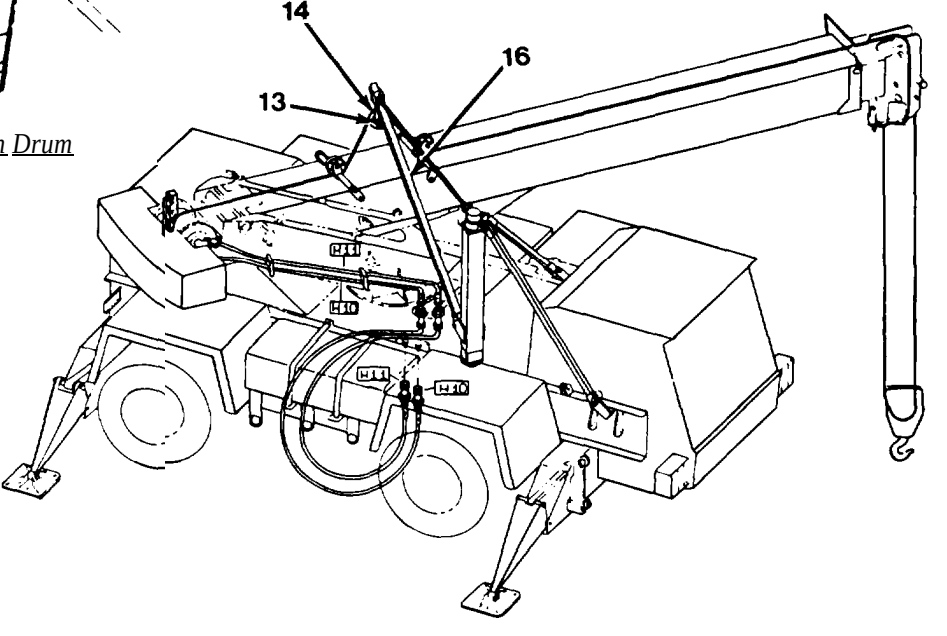

Figure 5-39 *Lifting the Upperstructure*
c. Remove sheave (14) and cable from lift arm (16) by removing pin (13) from the clevis that retains sheave (14, Figure 5-39). Temporarily lay pin (13) and sheave (14) aside.